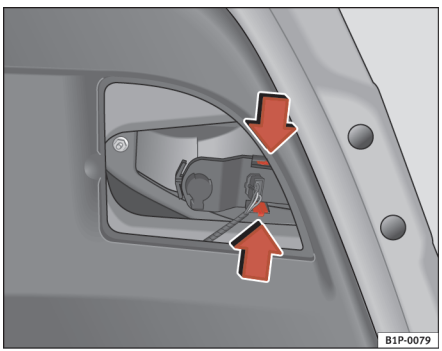

Fig. 168 Afmontering af pærefatning
– Træk pærefatningen ud ved at trykke tapperne ind ⇒ side 244, fig. 168.